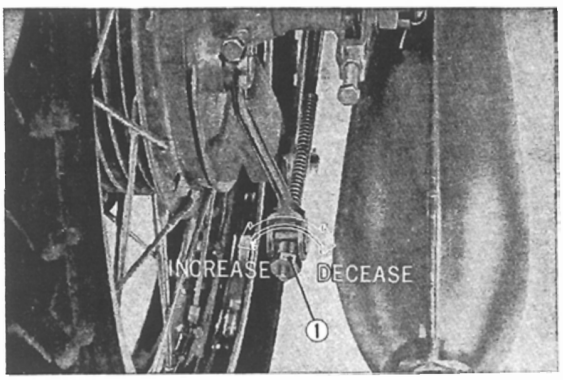

Fig. 6.40 Rear brake adjustment
① Rear brake pedal ② Free play
b. The adjustment is made with the brake arm on the rear brake panel. Turning the adjusting nut ① clockwise will decrease the free play of the brake pedal, and turning counter clockwise will increase the free play. **(Fig. 6.40)**